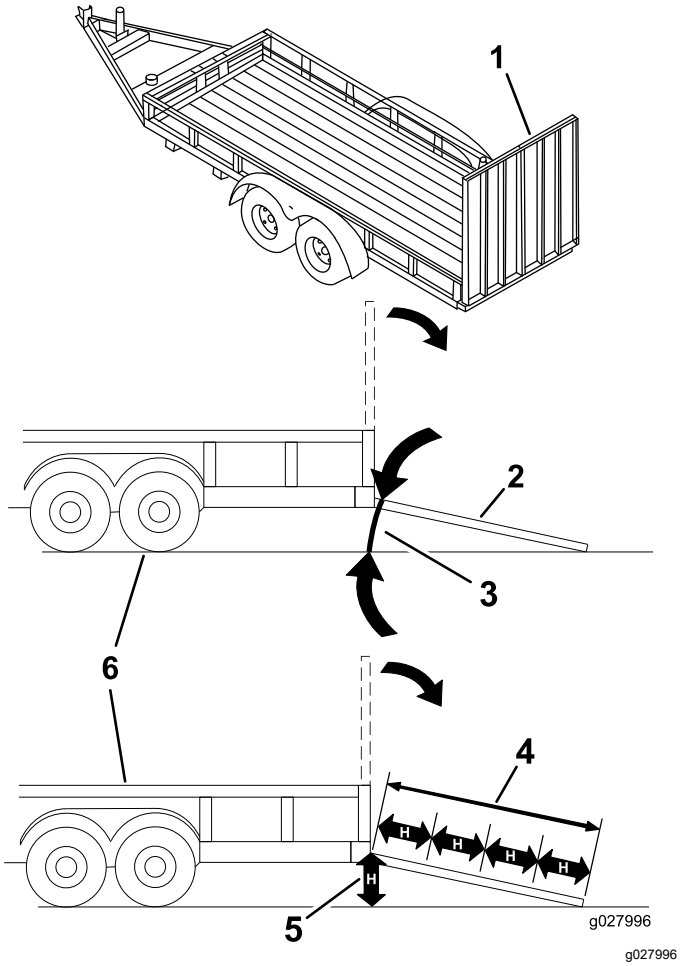

Figur 32
Pålæsning af en maskine på en anhænger eller lastbil øger risikoen for at vippe og kan forårsage alvorlig personskade eller død (Figur 32).
3. Sænk rampen, og sørg for, at vinklen mellem rampen og jorden ikke overstiger 15 grader (Figur 32).
1. Sænk rampen, og sørg for, at vinklen mellem rampen og jorden ikke overstiger 15 grader (Figur 32).